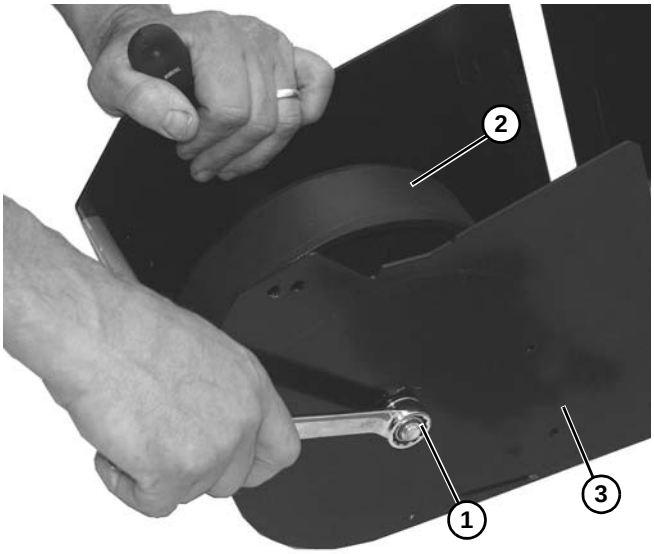

Figure 93
3. Use two wrenches to remove nut **(Figure 93, item 1)** on bolt securing wheel **(Figure 93, item 2)** onto weighted take up assembly housing **(Figure 93, item 3)**.